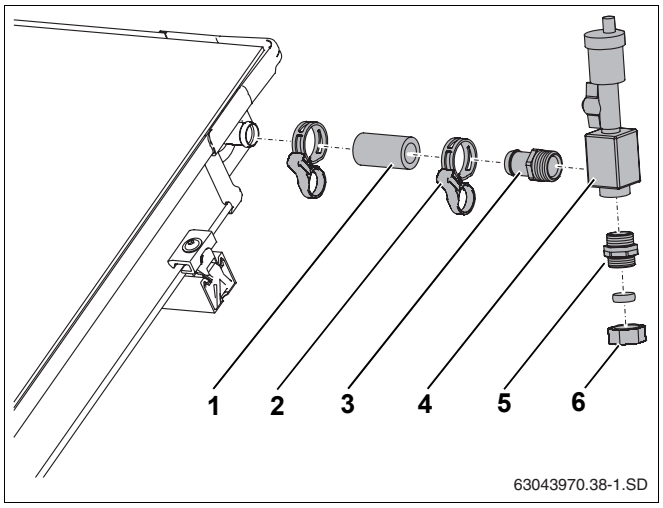

Rys. 60 Przyłączenie odpowietrznika nad dachem
- Krótki wąż instalacji solarnej (55 mm, rys. 60, **poz. 1**) wsunąć na przyłącze zasilania pola kolektorów i zamocować zaciskową opaską sprężynującą.
- Końcówkę węża R¾ z pierścieniem samouszczelniającym (rys. 60, **poz. 3**) wkręcić dobrze do naczynia odpowietrzającego (rys. 60, **poz. 4**).
- Końcówkę węża (rys. 60, **poz. 3**) włożyć do oporu do węża instalacji solarnej i zabezpieczyć zaciskową opaską sprężynującą (rys. 60, **poz. 2**).
- Złączkę podwójną z pierścieniem samouszczelniającym wkręcić do naczynia odpowietrzającego (rys. 60, **poz. 5**).
- Przewód zbiorczy przyłączyć do śrubunku z pierścieniem zaciskowym (18 mm) (rys. 60, **poz. 6**).